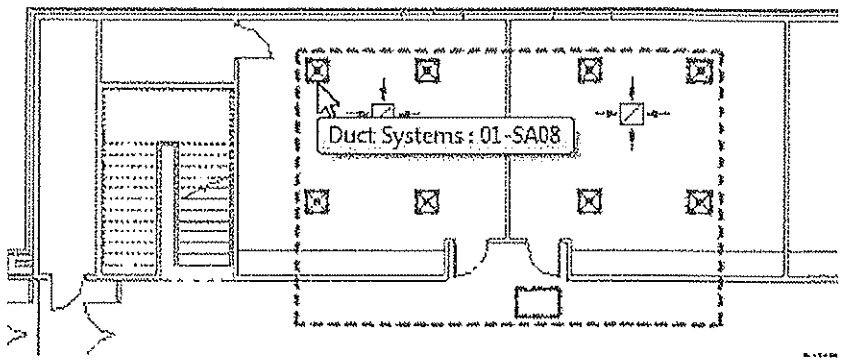

Figure 8–84
3. In the plan, roll your cursor over one of the supply air terminals and press <Tab> until the system displays. Click to select it as shown in Figure 8–84.